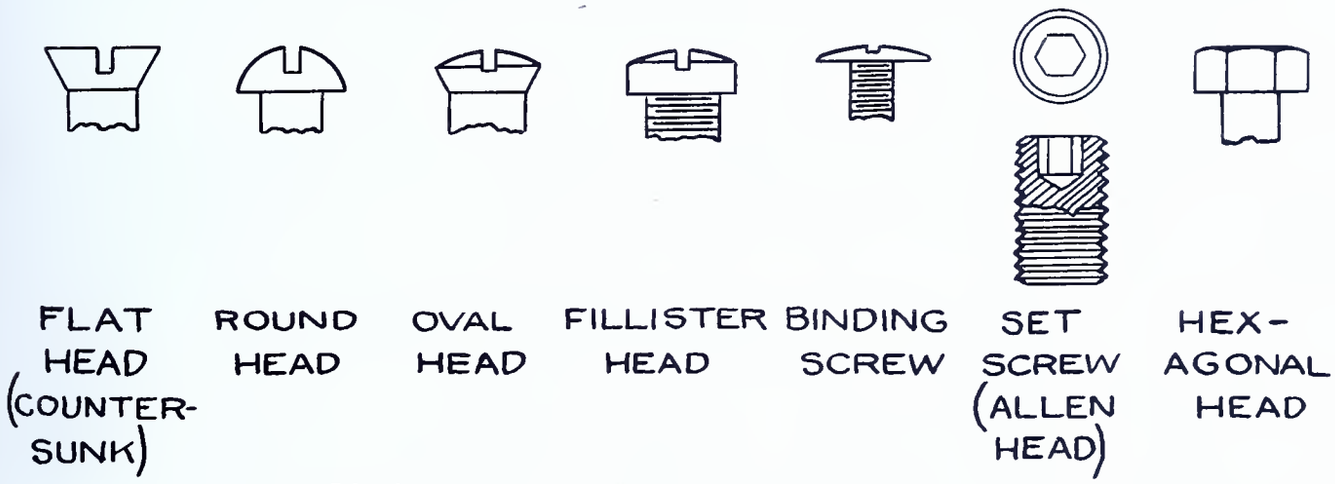

FIG. 1 — TYPES OF SCREW HEADS
(2) SLOT
b. Allen Head - A hexagonal socket provides the method of turning, requiring a special "Allen" wrench. See Fig. 1.